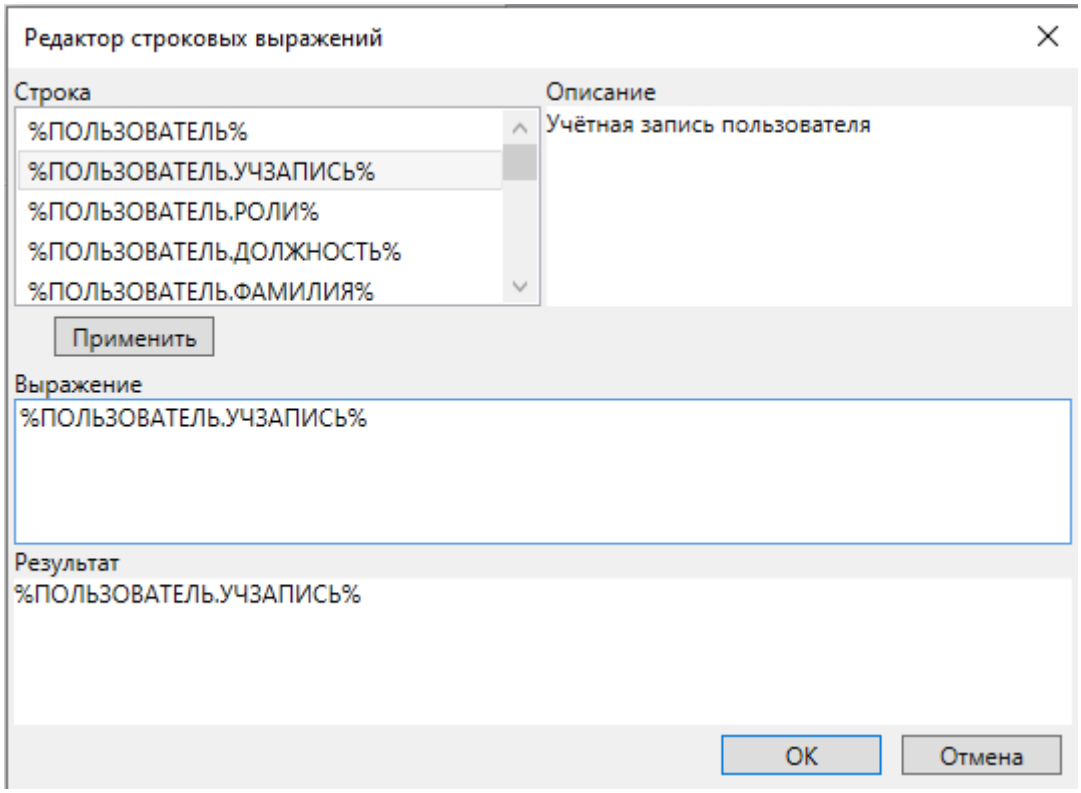

Рисунок 126 – Редактор строковых выражений
– настройка правила отображения пользователей в ЖС (3.7) и ЖТ (3.6) АРМ. По команде параметра «Правило отображение» открывается диалоговое окно редактора правил отображения с предопределёнными макросами параметров пользователя (рисунок 126);